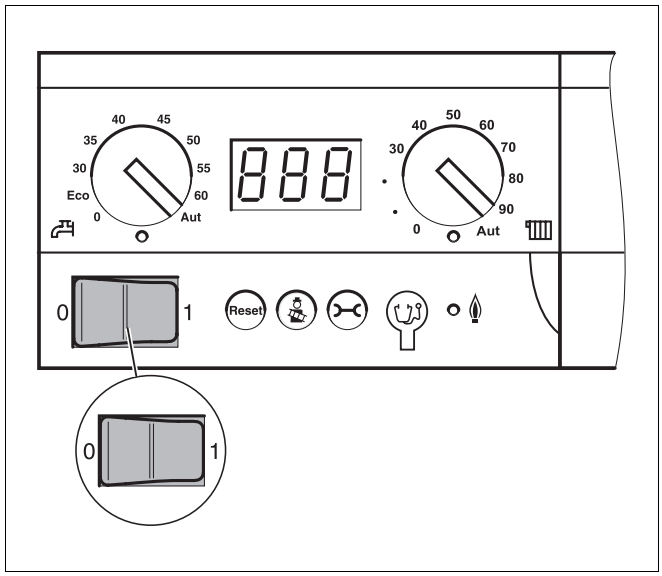

Rys. 40 Sterownik bazowy Logamatic BC10
- Ustawić włącznik główny w pozycji "0" (wyłączony) (rys. 40).